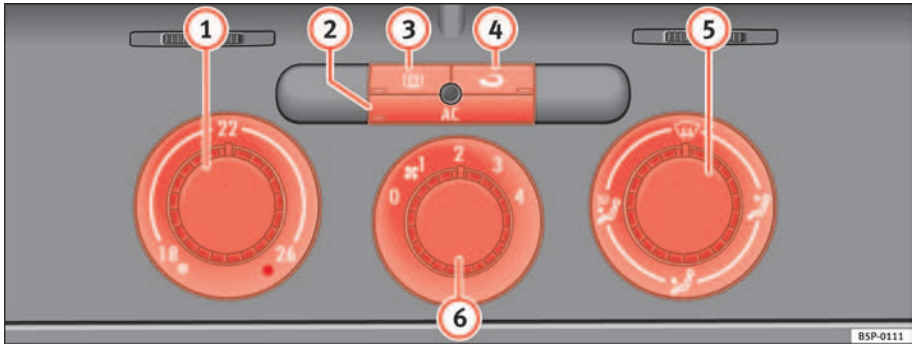

Fig. 123 On the dash panel: Climatic controls
– Using the controls ⇒ fig. 123 (1) and (5) and the control (6) you can set the temperature, air distribution and the air flow.
– To switch a function on or off, press the appropriate button (2), (3) or (4). When the function is activated, the display window in the lower left of the button is lit.
(1) Temperature selector ⇒ page 148
(2) Button AC – cooling system on/off ⇒ page 148
(3) Button – Rear window heating. The heating will be switched off automatically approximately *20 minutes* after switching on. It can also be switched off beforehand by pushing the button.
(4) Button – Air recirculation mode ⇒ page 149
(5) Air distribution control ⇒ page 148
(6) Blower switch. There are four speed settings for the air flow. The air flow should always be set at the lowest speed when driving slowly.
– Switch on the air conditioner using the button ⇒ page 147, fig. 123 AC.